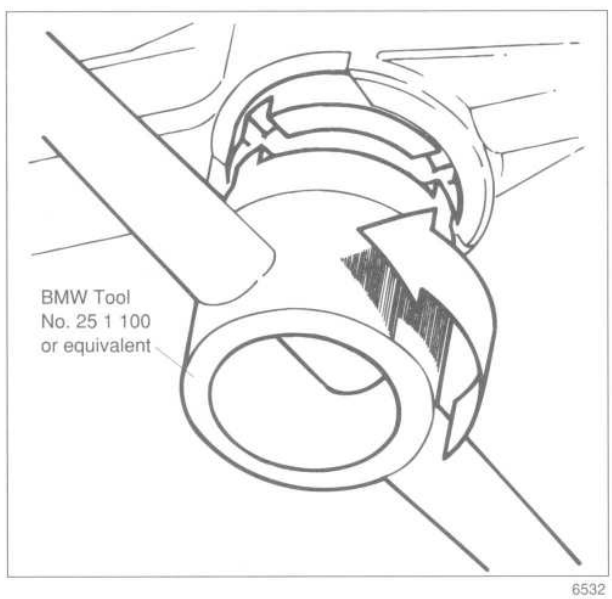

Fig. 4. Shift lever retaining ring being removed using BMW special tool 25 1 100.
5. Working underneath car, release bearing retaining ring by turning 90° (1/4 turn) counterclockwise. See Fig. 4.